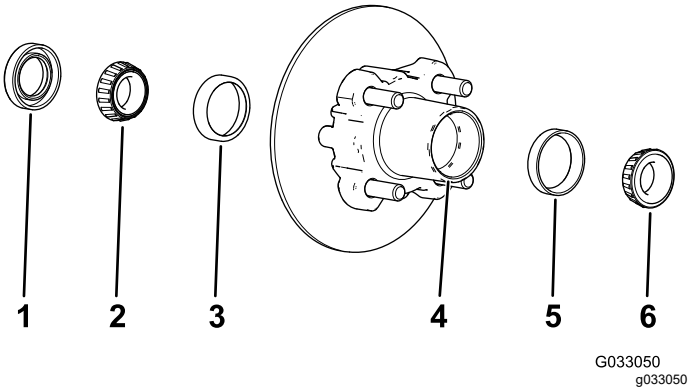

**Figuur 32**
1. Verwijder het buitenste lager en de loopring van het lager van de naaf (Figuur 32).
2. Verwijder de afdichting en het binnenste lager van de naaf (Figuur 32).
5. Verwijder alle vuil en vet uit de holte van de naaf (Figuur 32).
7. Vul de holte van de naaf voor 50 tot 80% met het aanbevolen smeermiddel (Figuur 32).
8. Monteer het binnenste lager op de loopring aan de binnenkant van de naaf en monteer de afdichting (Figuur 32).